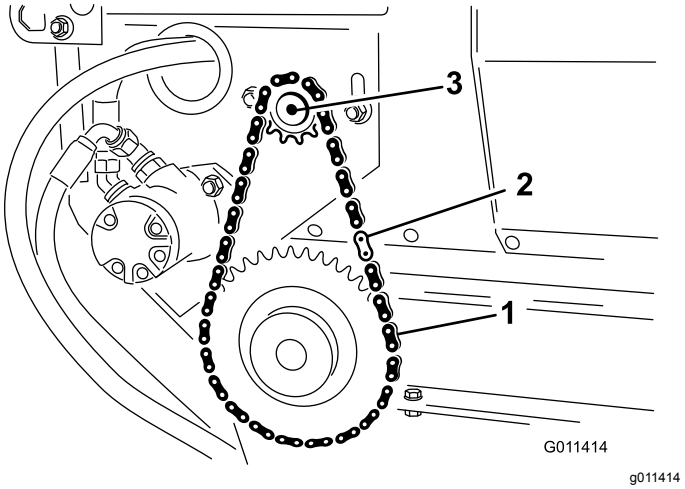

**Figur 30**
2. Fjern hovedleddet fra kjedet, og fjern kjedet fra det lille tannhjulet (Figur 30).